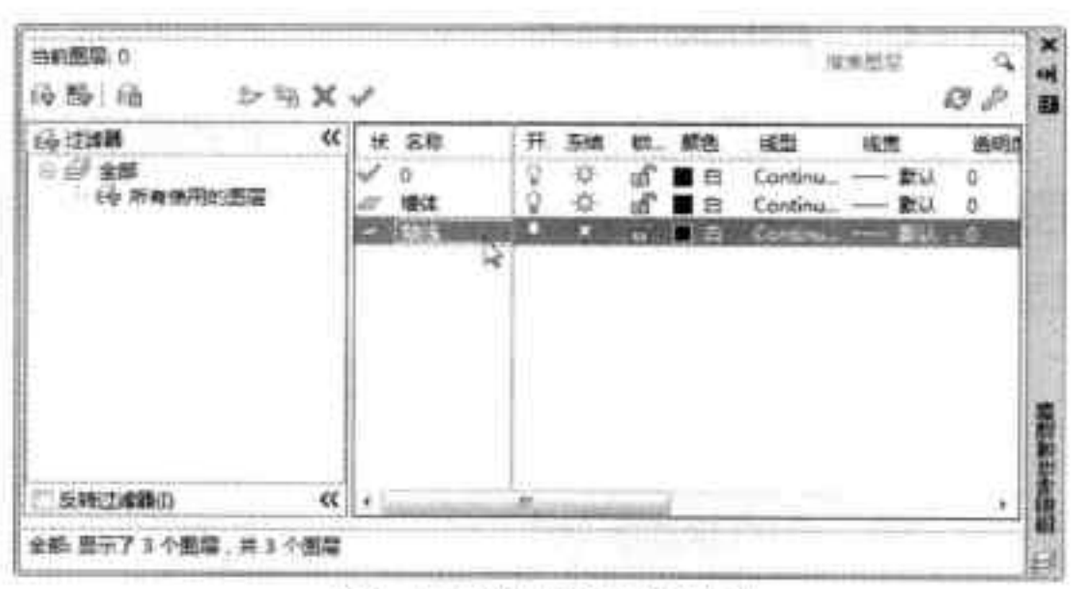

图3-7 创建“轴线”图层
Step 04 按照同样的方法，创建其他所需图层，例如创建“轴线”图层，如图 3-7 所示。